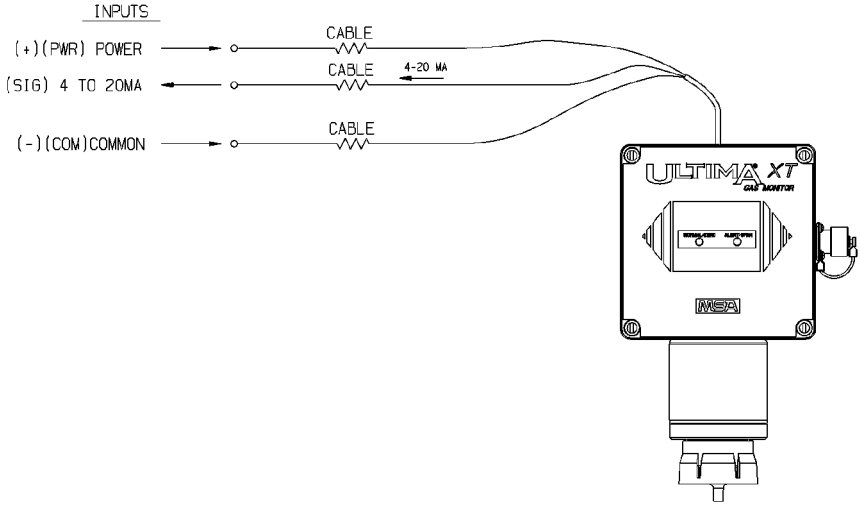
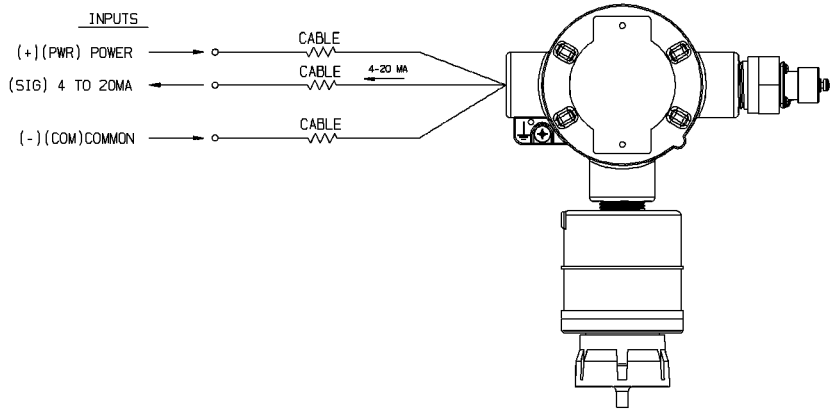

Рис. 10 Работа газоанализатора в корпусе общего назначения при трехпроводном подключении в режиме 4-20 мА
Рис. 11 Работагазоанализатора во взрывобезопасном корпусе при трехпроводном подключении в режиме 4-20 мА
- Газоанализаторы ULTIMA XL/XT работают в режиме источника тока [→ Рис. 10 для общего применения] [→ Рис. 11 для взрывобезопасных].